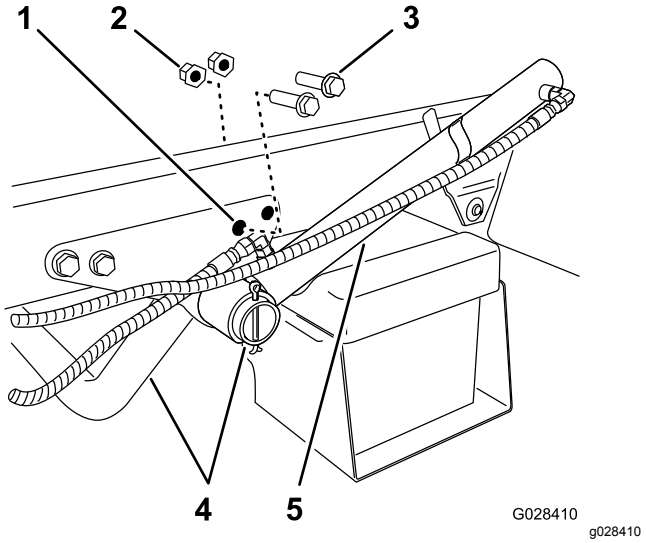

Figur 8
1. Fjern de to bakre flenshodeboltene og de to flenslåsemutterne som fester støttebraketten for motorrøret til maskinrammen (Figur 8).
2. Drei løftesylinderen for å gi plass til å montere holdebraketten for tankens gliderramme (Figur 8).